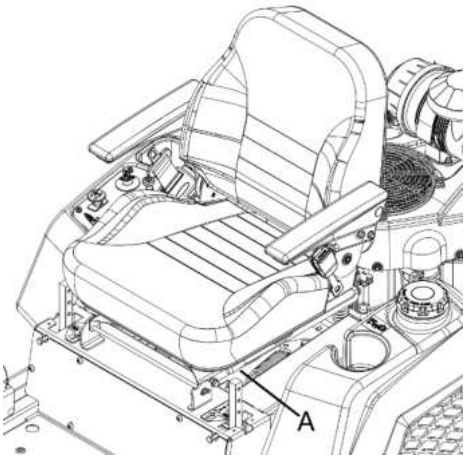

Рис. 22
См. рис. 22. Сиденье можно отрегулировать и отодвинуть назад. Поднимите рычаг регулировки (A), установите сиденье в нужное положение и отпустите рычаг, чтобы зафиксировать сиденье в нужном положении.